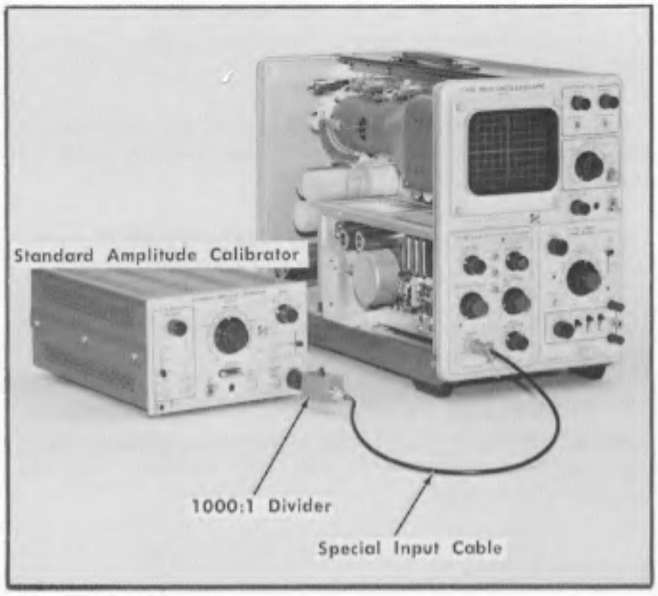

Fig. 6-30. Initial test equipment for step 20.
a. Test equipment setup is shown in Fig. 6-30.